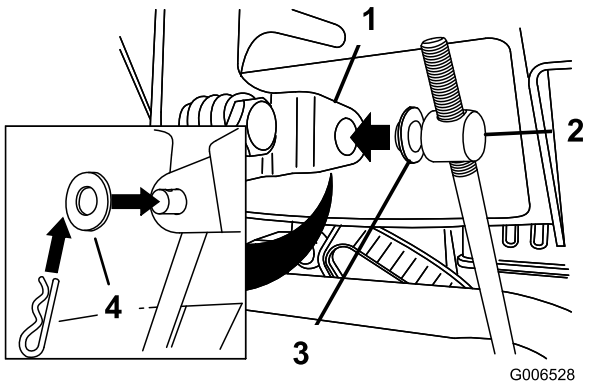

Figur 5
3. Anbring en flad spændeskive på drejetappen (Figur 5).
6. Sænk hastighedskontrolstangen, og sæt drejetappen ind i hullet i hastighedsvælgerstangen (Figur 5).
B. Tag drejetappen af hastighedsvælgerstangen (Figur 5).
C. Drej drejetappen nedad (med uret) på hastighedskontrolstangen (Figur 5).
D. Sæt drejetappen på hastighedsvælgerstangen (Figur 5).